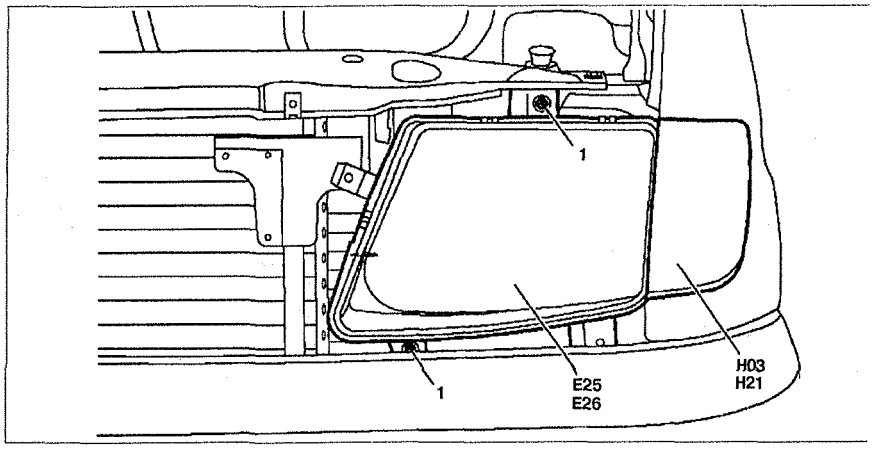

Рис. 10.17. Фары:
1. Отсоедините разъем проводки **B28. 1** (см.рис.10.17).
2. Снимите решетку радиатора и указатель поворота **H03**, **H21** (см.рис.10.17).